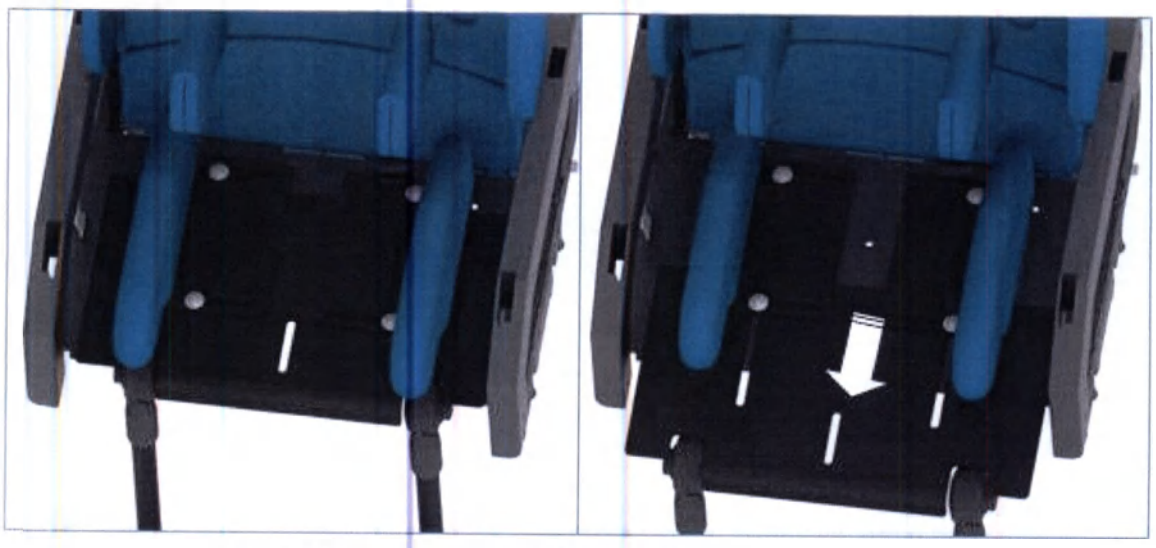

Рис. 20 *Регулирование глубины сидения*
Потяните основание сидения в нужное положение, *Рис. 20,* затем затяните фиксатор (1) *Рис. 19* пока не возникнет заметного сопротивления.